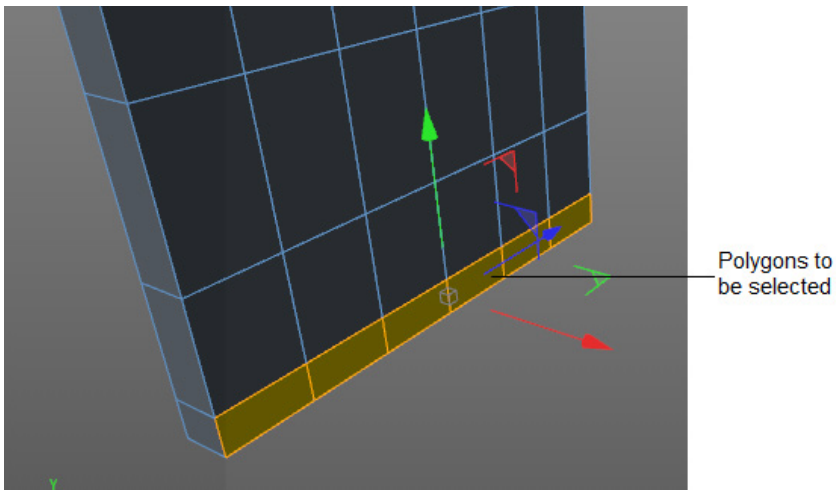

Figure 3-84 *The selected polygons of Computer table*
3. Choose the **Polygons** tool from the Modes Palette; *Computer table* is displayed in the polygon mode. Choose the **Live Selection** tool from the Command Palette and make sure that the **Visible Only** check box is selected. Now, select the polygons of *Computer table*, as shown in Figure 3-84.